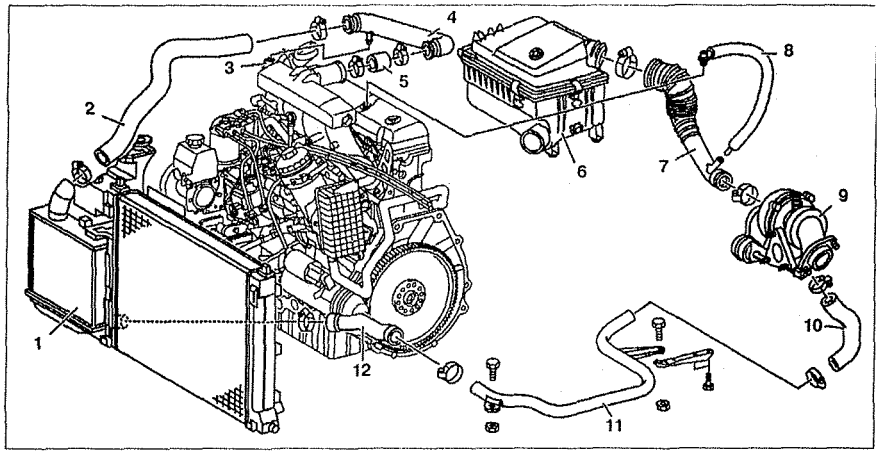

Рис. 4.54. Распределительные трубки сжатого воздуха:
1. Отсоедините трубки подачи сжатого воздуха **2**, **5**, **10** и **12** (см.рис. 4.54).